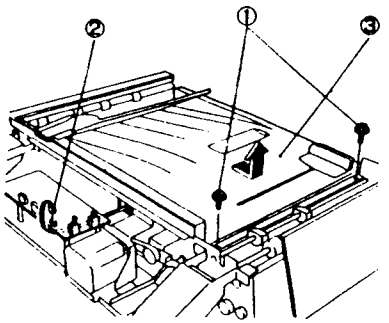

Рис. 2 NZM-0183
3. (Рис. 2): Снимите узел ввода.
① Отверните винты (2).
② Отсоедините P/J706.
③ Снимите узел ввода